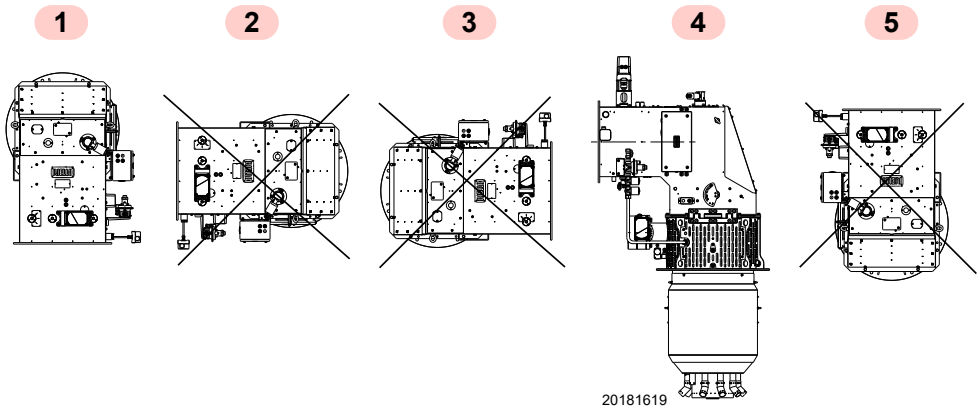

Fig. 11
- The burner is set up to work only in positions **1** and **4** (Fig. 11).